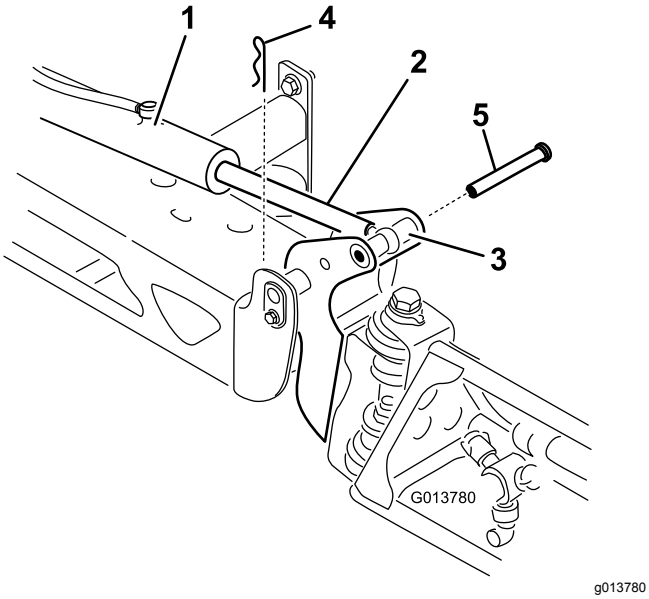

Figur 34
2. Ta bort saxpinnen från svängtappen (Figur 34).
3. Höj sprutrampen, ta bort tappen (Figur 34) och sänk därefter långsamt sprutrampen till marken.
9. Håll i sprutrampen och för in tappen genom både svängleden och manövreringsstången på sprutrampen (Figur 34).